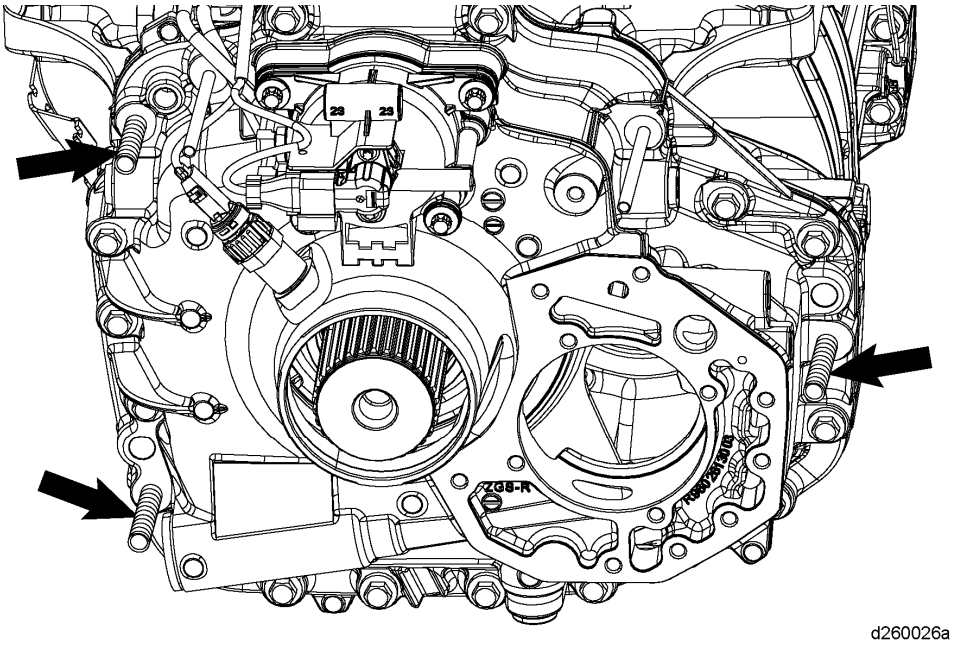

Figure 7 – Pushing Screw Locations
14. Install the kit of three set screws and pushing screws (special tool DDE W 715 589 14 33 00). See figure below for pushing screw locations. Turn all three screws in even, incremental steps, to push the housing off the dowel pins. While the housing is being pushed back, the planetary housing flange may tend to bind on the alignment dowels. Take steps to keep the flange parallel to the housing face to ease the removal of the housing. See Figure 7.
16. Remove the pushing screws and set screws. See Figure 7.